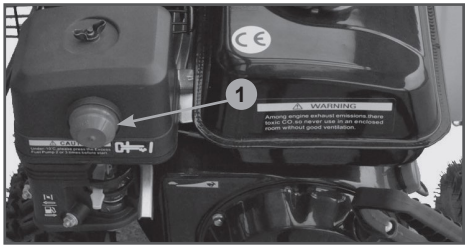

**Рис. 22 Расположение ручного топливного насоса**
7. Нажмите 3 раза на ручной топливный насос 1 (Рис. 22).